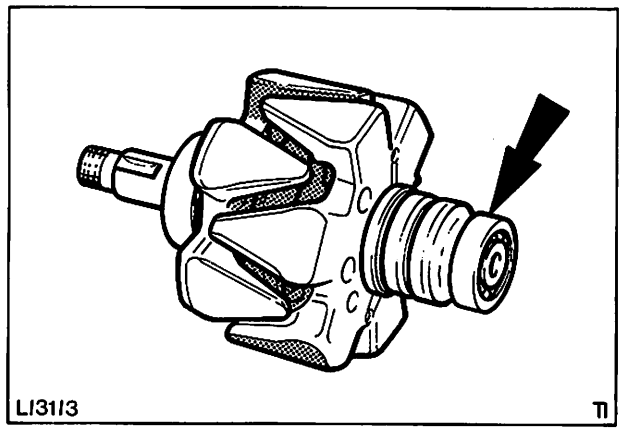

Abb. 86 Läuferlager
21. Läufer und Antriebslagerschild unter die Presse legen, ein Rohrstück zwischen Grundplatte der Presse und Innenring des Antriebslagers einsetzen und Läufer und Schleifringendlager einpressen, Abb. 86.